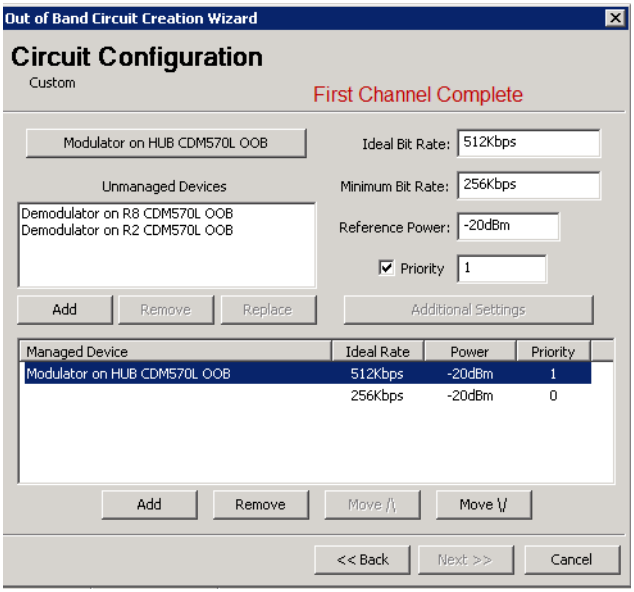

Figure 7-25 Custom Circuit, First Channel Completed
The Managed Device bar will now be labeled with the name of the selected device (figure 7-25).
11. Navigate through the Select Object window to select the corresponding device(s) that will be used for this channel (figure 7-25) and click **OK**.